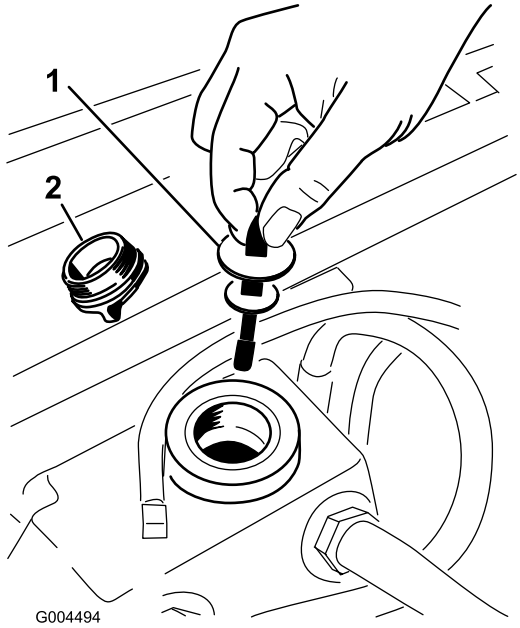

Figuur 63
5. Verwijder de dop van de hydraulische tank (Figuur 63) van de vulbuis.
6. Verwijder de peilstok en veeg deze af met een schone doek (Figuur 63).
7. Steek de peilstok in de vulbuis, haal hem er vervolgens weer uit en controleer het vloeistofpeil (Figuur 63).